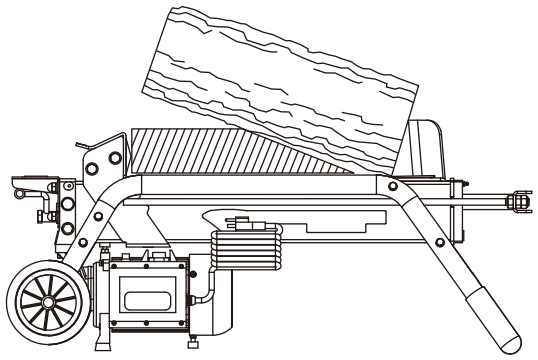

Figure 5
2. Une fois que le poussoir s'arrête complètement à sa position de départ, insérez une partie de bois sous la grume coincée. **(VOIR FIGURE 5)**